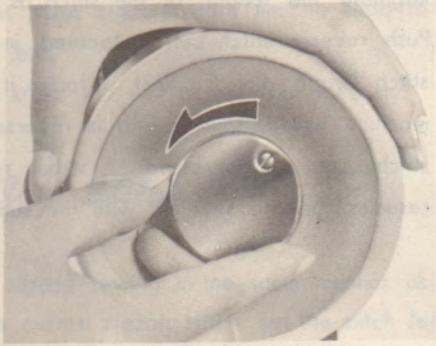

Fig. 22
1. To wind the bobbin, the balance wheel must be disconnected from the stitching mechanism. Hold the balance wheel with your left hand and turn the stop motion knob (Fig. 22) towards you with your right hand. This will permit the balance wheel to turn freely while the needle bar remains motionless. The balance wheel is now disconnected for the bobbin winding operation.